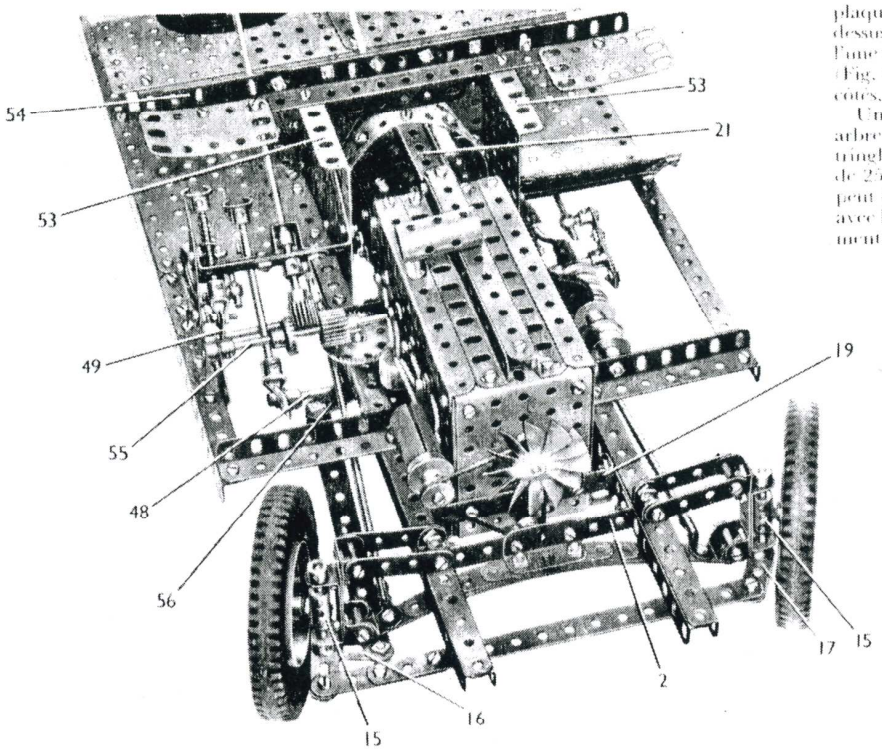
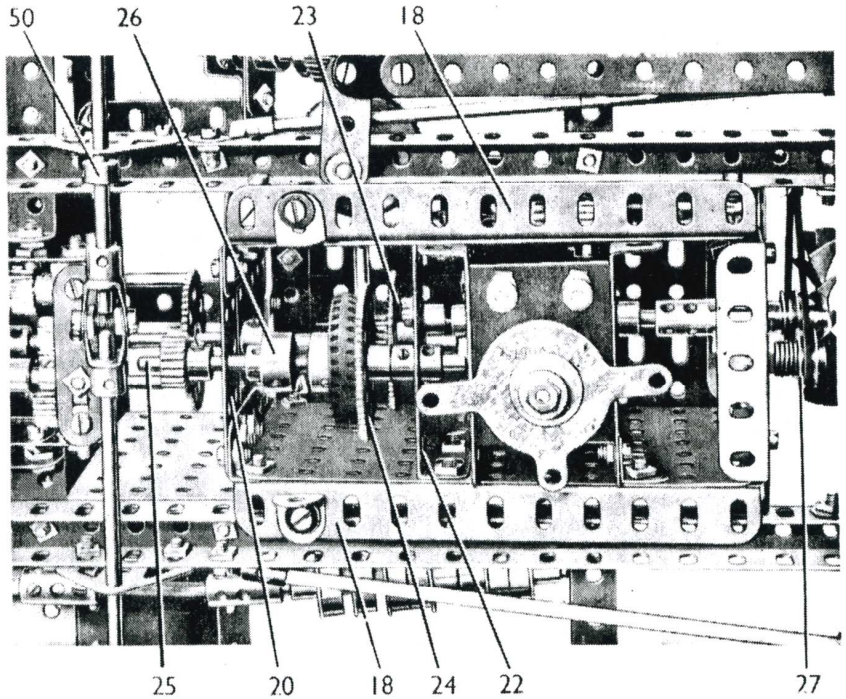
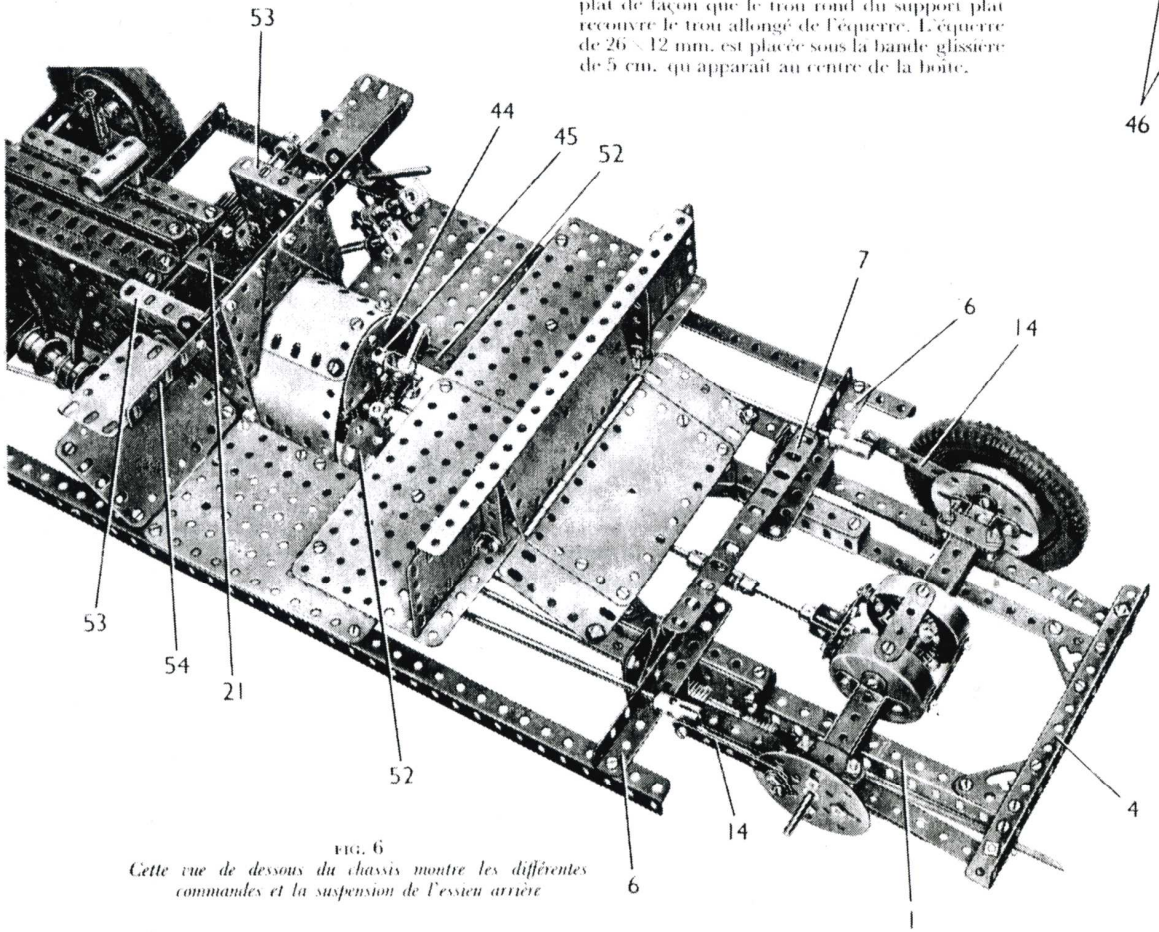

FIG. 4 *Vue de devant du chassis montrant en détail le mécanisme de direction*
FIG. 5 *Le moteur vu de dessous*
FIG. 6
Chacun des longerons du chassis est constitué par deux cornières de 49 trous réunies l'une à l'autre par des boulons qui passent dans leurs trous ronds de façon à former une poutrelle en "U". A l'extrémité arrière de cette poutrelle, une poutrelle plate de 9 trous est boulonnée, et elle porte une cornière de 19 trous (1). Les longerons du chassis sont réunis par une bande coudée de 90 × 12 mm. (2) (Fig. 4), et par une cornière de 7 trous (3) fixée sur des équerres. Les longerons sont également réunis par une cornière de 15 trous (4) renforcée par des grands goussets d'assemblage. La cornière (3) est entretoisée sur les poutrelles en "U" par deux cornières de 6 trous.
Chaque roue arrière est une poulie de 75 mm. sur laquelle est boulonné un boudin de roue qui forme le tambour de frein. Un support plat est fixé à l'aide de contre écrous sur chaque plateau central de l'essieu arrière, et une bande de 5 trous (14) (Fig. 6) est fixée à l'aide de contre écrous sur le support plat. Les écrous placés sur le boulon qui réunit la bande et le support plat forment le patin de frein, et la bande (14) permet de les appuyer contre le rebord intérieur de la jante du boudin de roue.
Chacun des ressorts arrière est formé par une bande de 15 trous, une de 11 trous, une de 9 trous, une de 7 trous, une de 5 trous et une de 3 trous réunies par deux boulons de 28 mm. Les boulons passent de chaque côté du pont au travers de trois bandes de trois trous placées face à face. Des écrous placés sur les boulons maintiennent les bandes de 3 trous et le pont contre le ressort (Fig. 6).
Construction de l'essieu avant (Fig. 4)
Le moteur (Fig. 4, 5 et 6)
Chaque côté du moteur (Fig. 4 et 6), est une plaque sans rebords de 14 × 9 cm. qui porte à chaque extrémité une cornière de 7 trous, sur le dessus une cornière de 11 trous, et sur son bord inférieur une cornière de 11 trous (18) (Fig. 5). Les côtés sont réunis à l'avant par une plaque à rebords de 9 × 6 cm. sur laquelle est boulonnée une bande coudée de 90 × 12 mm. (19), et à l'arrière ils sont réunis par une plaque sans rebords de 6 × 6 cm., une bande coudée de 90 × 12 mm. et une bande de 5 trous (20). Sur le dessus de moteur, deux cornières de 11 trous sont boulonnées, leurs petits rebords dirigés vers le haut, et sur l'une d'elles est fixée une bande de 11 trous grâce à des équerres. Une bande coudée de 115 × 12 mm. (21) (Fig. 6) est fixée à l'arrière du moteur, et une plaque à rebords de 6 × 4 cm. (22) est boulonnée entre les côtés.
Le dynamo est un manchon qui porte à une extrémité un support de cheminée, et à l'autre une roue à boudin de 19 mm. Une poulie folle de 12 mm. tourne librement sur un boulon de 12 mm. bloqué dans la roue à boudin, et le manchon est tenu écarté du moteur par un écrou placé sur le boulon qui le tient en place. Une poulie folle de 12 mm. (27) (Fig. 5) tourne librement sur un boulon pivot. Les trois poulies de 12 mm. sont réunies par une courroie de transmission.
Une équerre de 25 × 25 mm. est boulonnée au dessus et à l'extrémité arrière de la boîte de vitesses, et une cheville filetée passe au travers de cette équerre et d'une plaque semi circulaire (44) (Fig. 6). Un accouplement à cardan (45) est fixé sur la cheville filetée, et il tient une tringle de 6 cm. qui forme le levier de changement de vitesses. Un accouplement sur lequel deux supports plats (46) sont fixés par des boulons est bloqué à l'extrémité inférieure de la tringle de 6 cm. Les supports plats sont disposés chacun d'un côté des boulons vissés dans les accouplements (43). Le mouvement de chaque arbre sélecteur est limité par un boulon de 9,5 mm. tenu dans le dessus de la boîte de vitesses par deux écrous. Le corps de ce boulon appuie légèrement contre l'arbre sélecteur.
La pédale de frein est une bague d'arrêt à glissière montée sur une tringle de 5 cm. qui passe dans une équerre à 135° boulonnée sur une plaque triangulaire de 25 mm. fixée sur la plaque sans rebords de 14 × 9 cm. Deux ressorts de compression sont placés sur la tringle entre la bague d'arrêt et l'équerre à 135°. Une chape d'articulation de 2 mm. fixée à l'extrémité inférieure de la tringle de 5 cm. est articulée à l'aide de contre écrous sur un levier d'angle (49) (Fig. 2) monté sur un axe. Cet axe est constitué par deux tringles de 11,5 cm. dont chacune porte une petite chape d'articulation, et ces chapes sont boulonnées ensemble par leurs machoires. L'axe passe dans des embases triangulées plates boulonnées sur le chassis, et dans une bande de 3 trous fixée sur une embase triangulée coudée boulonnée sur l'une des cornières (9). L'axe est tenu en place par une bague d'arrêt, et en plus du levier d'angle (49) il porte la moitié d'un embrayage (50) et une bande de 4 trous (51) boulonnée sur un bras de manivelle double. Des supports de rampes avec colliers pivotent sur des boulons qui passent au travers du levier d'angle et de la bande (51), et chaque support est réuni par une tringle à un accouplement pour bandes qui pivote sur un boulon dans l'une des bandes (14) (Fig. 6). Ces tringles sont constituées chacune par une tringle de 10 cm. et une de 20 cm. réunies par un raccord de tringles. Un ressort est fixé par un boulon sur la moitié de l'embrayage (50) et est glissé sur l'arbre d'embrayage (48).
Dessus de la boîte de vitesses, tableau de bord et siège avant (Fig. 6)
Le tube de direction est une tringle de 16,5 cm. qui passe dans une équerre boulonnée sur la cornière (54) (Fig. 6), dans un cavalier et dans un bras de manivelle double fixé sur une bande coudée de 75 × 38 mm. La bande coudée est boulonnée sur l'une des plaques à rebords (53) et sur une équerre d'assemblage tenue par une cornière de 4 trous et sur l'une des cornières (9).